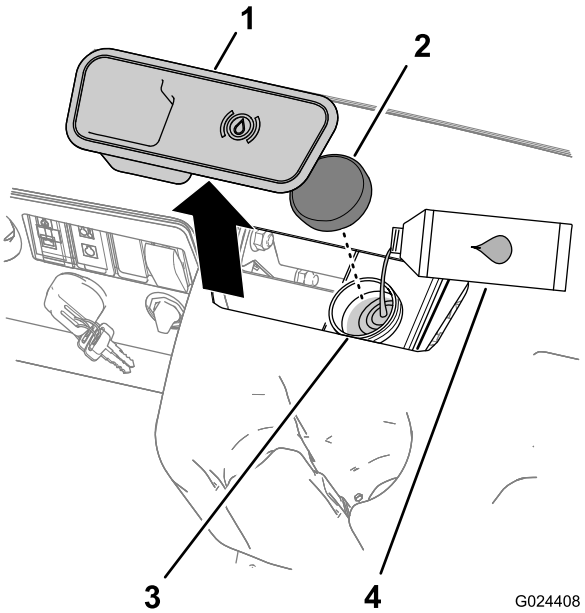

Figura 13
2. Retire el tapón de goma situado encima y en el centro del salpicadero para tener acceso al cilindro maestro y al depósito del líquido de frenos (Figura 13).
A. Limpie la zona alrededor del tapón del depósito y retire el tapón (Figura 13).
C. Coloque el tapón del depósito (Figura 13).